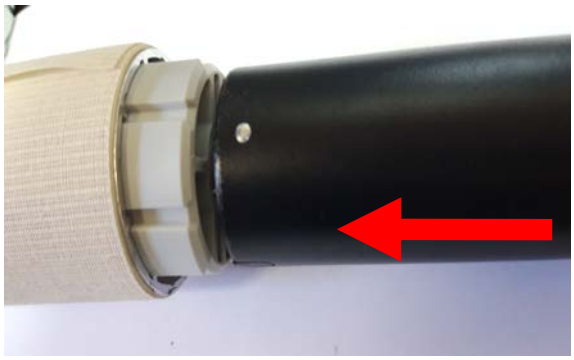

Рис.32
3. Вставить двигатель в трубу со стороны управления (**Рис.32**). Для установки в трубу ∅44, на заглушку дополнительно ставится *адаптер 29-44 мм(310302-0000)* (**Рис.33-34**).Установить заглушку в трубу**(Рис.35)**.